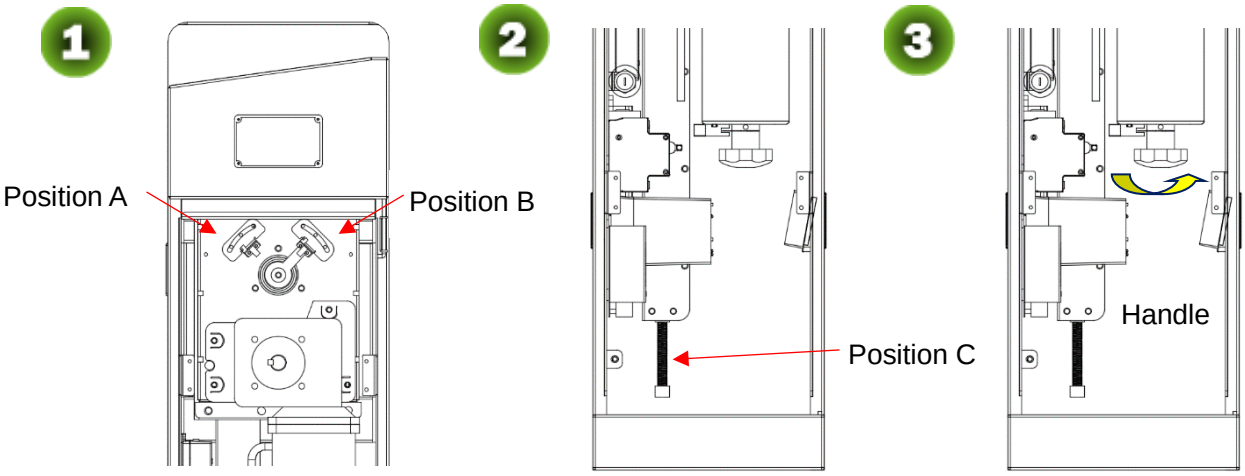

Figure 3-2A Figure 3-2B Figure 3-2C
1) If the boom fails to fall into a level position, adjust position A; if the boom fails to be lifted upright, adjust position B. See Figure 3-2A.